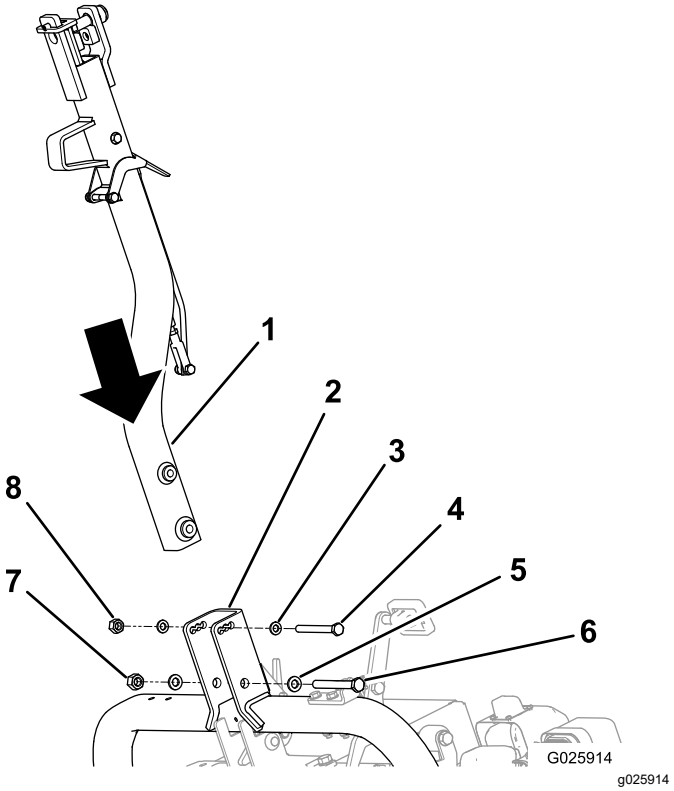

Рисунок 5
2. Прикрепите сцепку к кронштейну поворота сцепки с помощью соответствующих крепежных деталей, см. Рисунок 5.